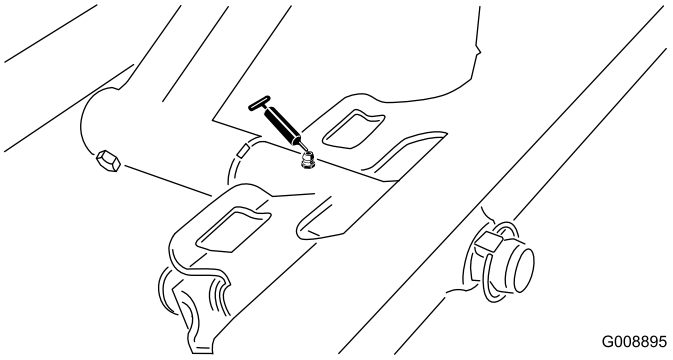

Figuur 48
- Draaipunt van voormaaidek (Figuur 48)